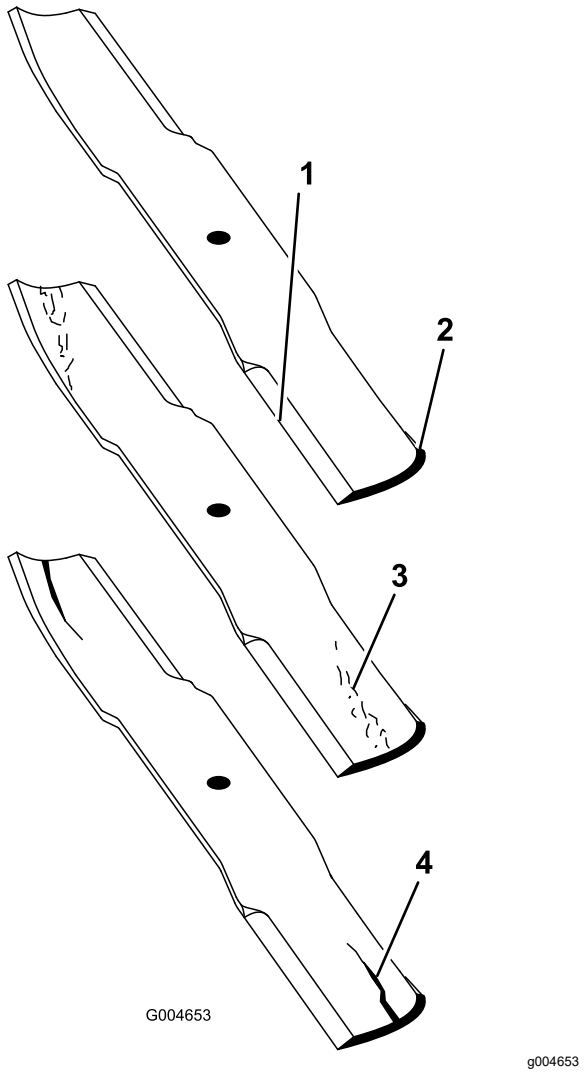

**Figuur 130**
het platte en het gebogen deel samenkomen (Figuur 130).
**Opmerking:** Omdat het metaal dat het platte en het gebogen deel van het mes verbindt, kan wegslijten door zand en ander schurend materiaal, moet u dit steeds controleren voordat u de maaier gaat gebruiken. Als u een slijtplek ontdekt (Figuur 130), moet u het mes onmiddellijk vervangen.